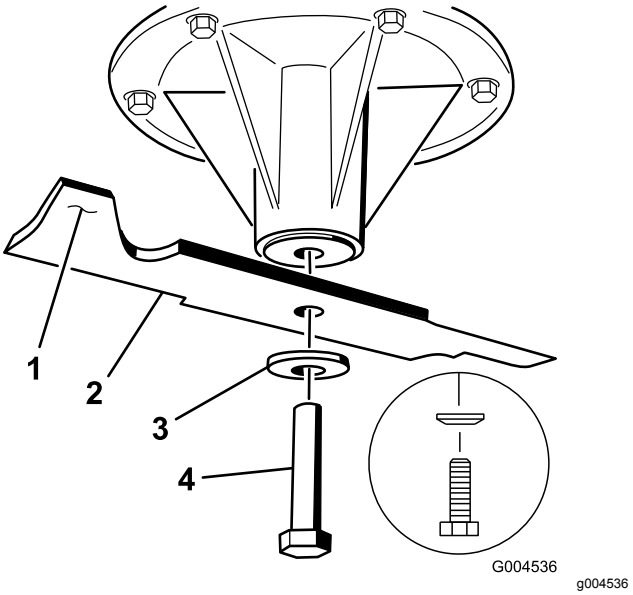

Figur 110
2. Avlägsna knivskruven, den böjda brickan och kniven från spindelaxeln (Figur 110).